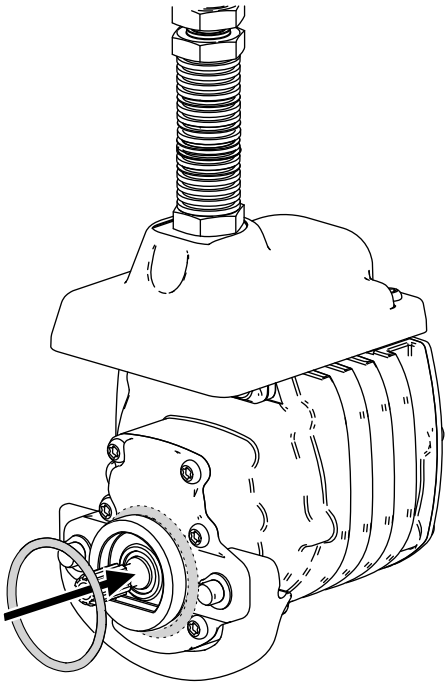

Figur 8
3. Montera en o-ring på varje cylindermotor enligt Figur 8.